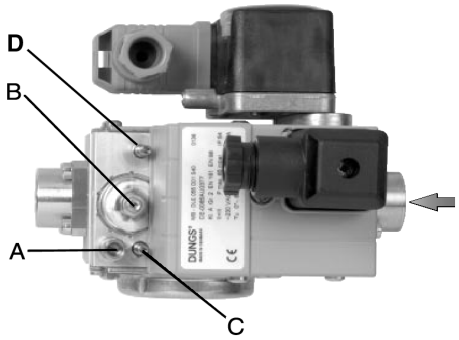

Рис. 8 - DUNGS MBC 65 - DLE
- отвинтить винт **A** (Рис. 8) на штуцере отбора давления и подсоединить манометр;
- установить на минимальное значение регулятор давления, поворачивая регулировочный винт **B** (Рис. 8) против часовой стрелки;
- отрегулировать пламя на фазе розжига, используя байпас **C** (см. Рис. 8 п.10). При вращении по часовой стрелке расход газа уменьшается, а против часовой стрелки - увеличивается. Рекомендуется не увеличивать сильно расход при розжиге, чтобы не влиять на эффективную работу стабилизатора **B** (Рис. 8).
Воздействовать на регулятор давления до тех пор, пока не получите желаемый расход, с помощью регулировочного винта **B** (Рис. 8): для увеличения расхода крутите винт по часовой стрелке, для его уменьшения - против часовой стрелки.
Регулировочный клапан D редуктора основного количества газа на заводе - изготовителе оставляется в полностью открытом состоянии: его положение не должно НИКОГДА изменяться! После выполнения всех настроек, закрутить стопорный винт **A** (Рис. 8) в отверстии для измерительного прибора.Регулировочный клапан D редуктора количества основного газа на заводе - изготовителе оставляется полностью открытым: его положение нельзя изменять. После выполнения всех регулировок завинтить полностью винт **A** (Рис. 8), имеющийся на штуцере для манометра..